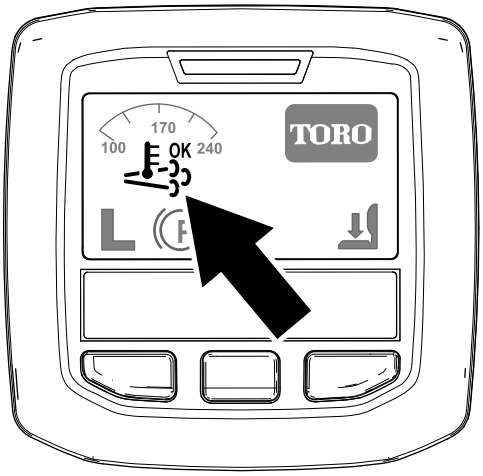

Figuur 40
- Het pictogram ondersteunde regeneratie verschijnt op het InfoCenter (Figuur 40).